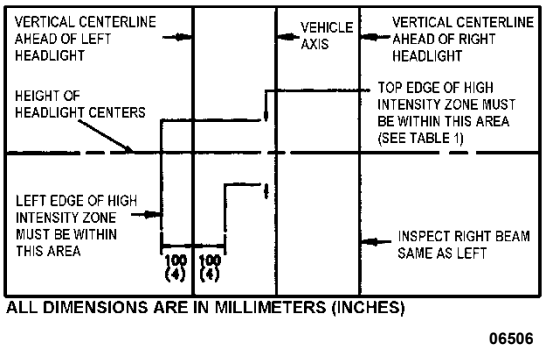

FIGURE 106: AIM INSPECTION LIMITS FOR LOWER-BEAM HEADLAMPS
7. The inspection limits in the vertical direction for low-beam headlamps or the low beam of a dual-beam headlamp, shall be as described in Table 1. In the horizontal direction, the left edge of the high-intensity zone shall be located from 10 cm (4 in) left to 10 cm (4 in) right of the vertical centerline of the beam. The viewing screen shall be located 7.6 m (25 ft) in front of the vehicle (Figure 106).